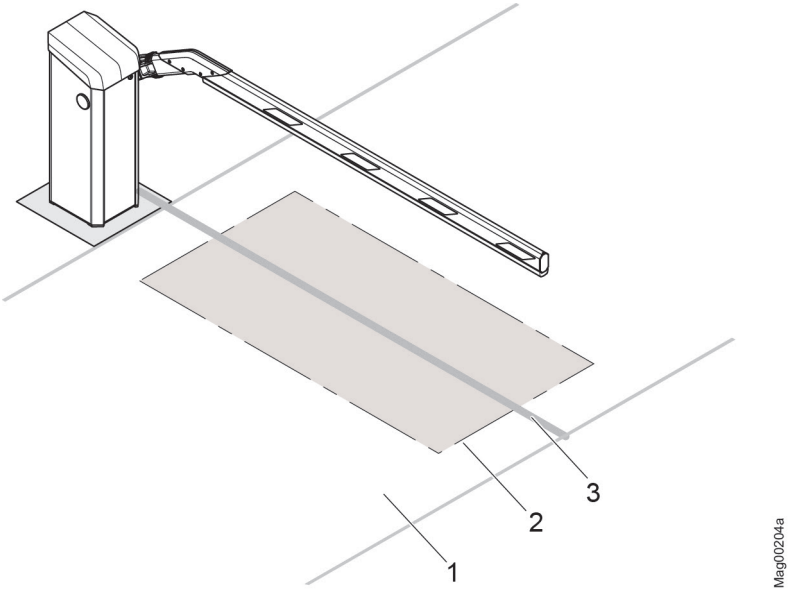

Abb. 18: Beispiel für Anordnung einer Induktionsschleife PKW-Betrieb, hier dargestellt für Schrankentyp "Access / Parking"
- Der Abstand der Induktionsschleife zum Fahrbahnrand sollte ca. 300 bis 500 mm betragen. → Siehe auch Abb. 18.